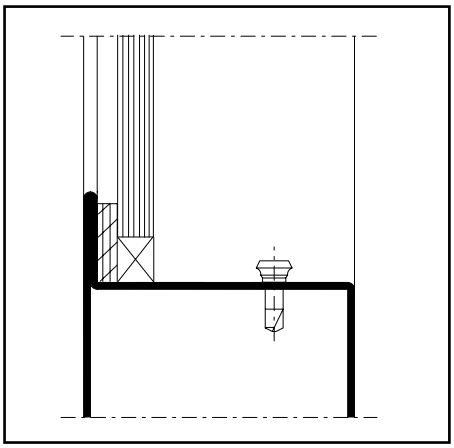

Abb. 15 / Fig. 15 / Fig. 15
2. Glaselemente mit Glas-Tragklotz 453.020/453.021 einsetzen (Abb. 15)
2. Poser l'élément vitré avec les supports de verre 453.020/453.021 (fig. 15)
2. Fit the panes of glass with glazing supports 453.020/453.021 (fig. 15)